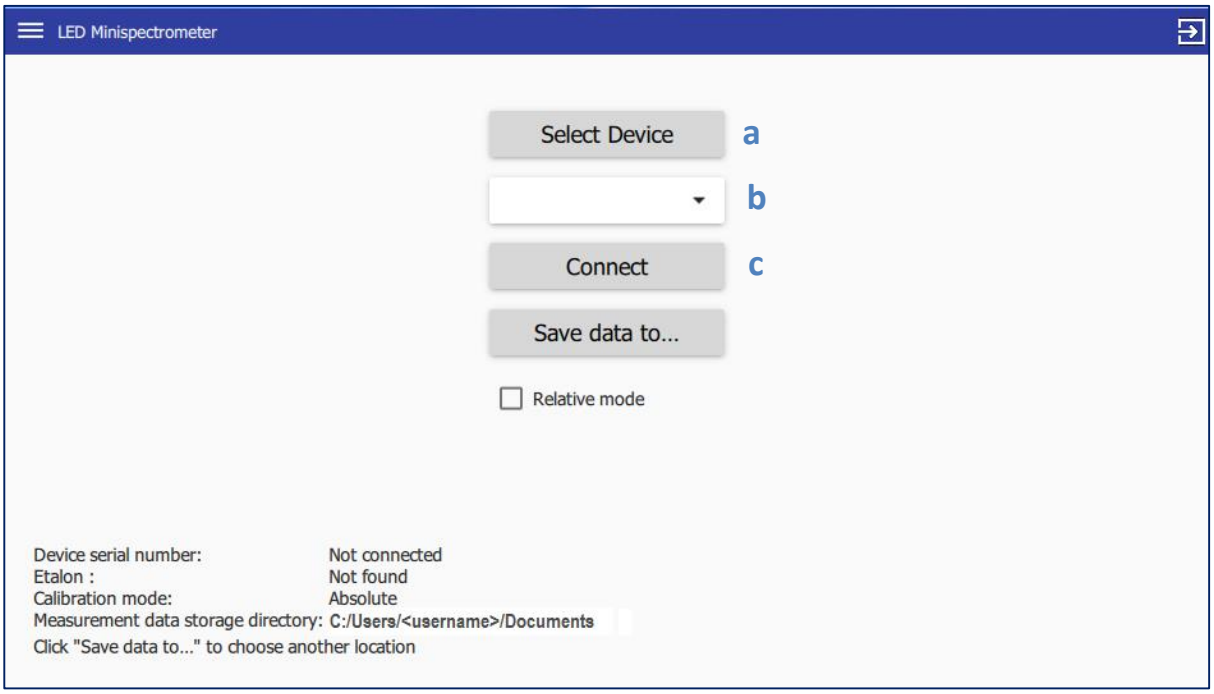

Рис.1. Окно настроек программы (пункт меню “Settings”).
3. Запустите программу “LEDMinispectrometer”. На экране ПК откроется окно со стартовыми настройками программы, соответствующее пункту меню “Settings” (рис.1)[1].
3.1 Нажмите кнопку “Select Device” (рис.1, a).
3.2 Из выпадающего списка (рис.1, b) выберите доступный прибор (будет отображён номер виртуального com-порта).
3.3 Нажмите кнопку “Connect” (рис.1, c).